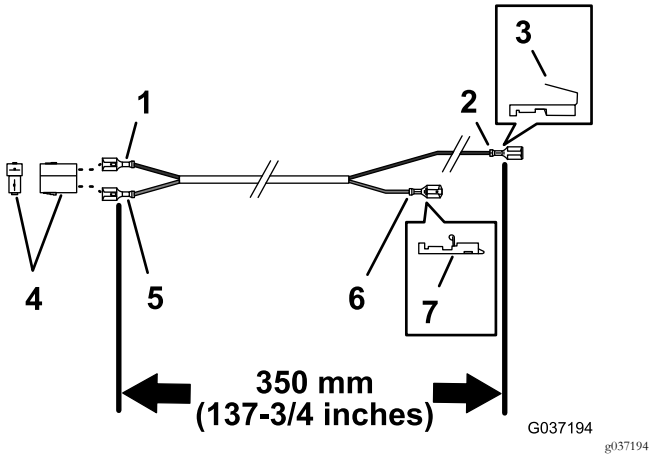

Figuur 25
1. Zoek de kabelboom van 350 cm (zonder ringcontact); zie Figuur 25.